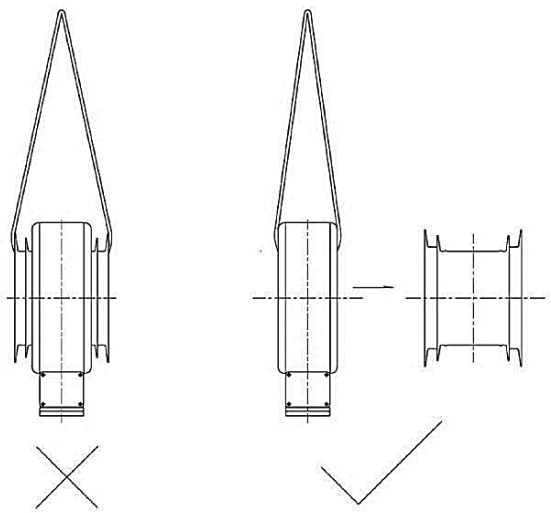

Figure 4: Hoisting of current transformer
- When lifting and moving the products, please remove the insulating sheath firstly and hoist with soft sling (**as shown in Figure 4**).Avoid severe vibration and shock; please pay attention not to let collision and friction occur to the shell and the insulating jacket; keep the transformer shell and insulating sleeve surface intact and avoid breakage.